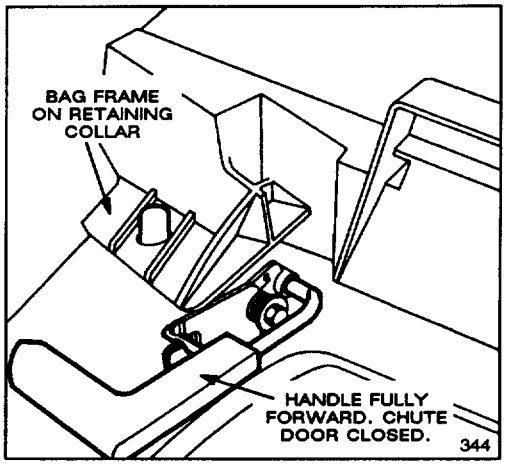

**Figure 6**
5. MULCHING—In summer when grass grows slower and is drier, mulch by closing chute door (Fig. 6). For convenience and protection, keep grass bag on mower.